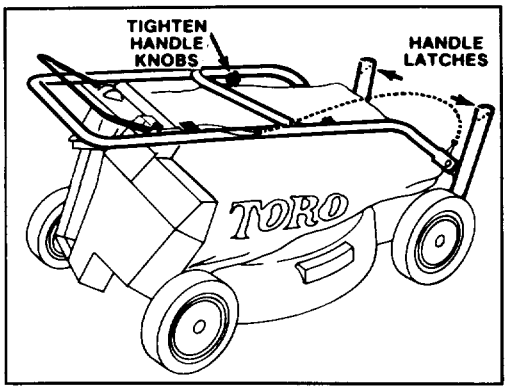

**Figure 1**
1. Align handles and tighten handle knobs (Fig. 1). Bend handle latches slightly toward each other (Fig. 1).